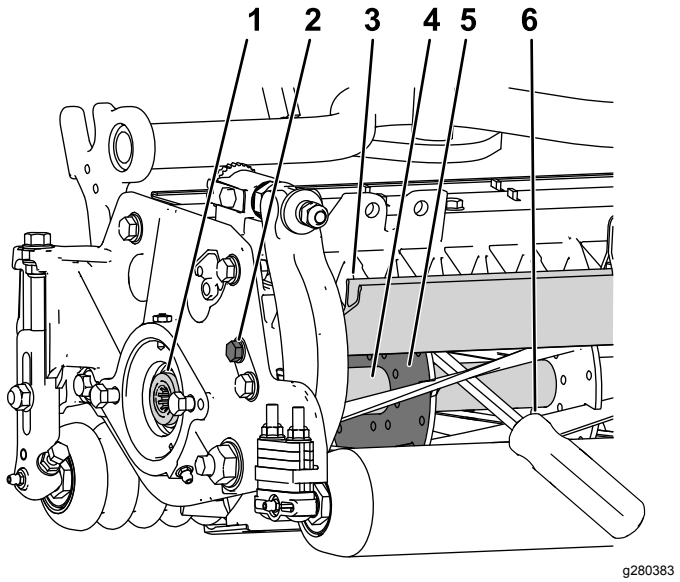

Рисунок 30
1. Ослабьте затяжку болта щитка на левой стороне режущего блока и поднимите задний щиток (Рисунок 30).
2. Вставьте монтировку с длинной ручкой (рекомендуется использовать монтировку размером ⅜ x 12 дюймов с рукояткой, как у отвертки) через заднюю часть барабанного режущего блока и максимально близко к боковой части режущего блока, к которому вы прилагаете крутящий момент (Рисунок 30).
3. Установите монтировку так, чтобы она была прижата к сварной стороне опорной пластины барабана (Рисунок 30).